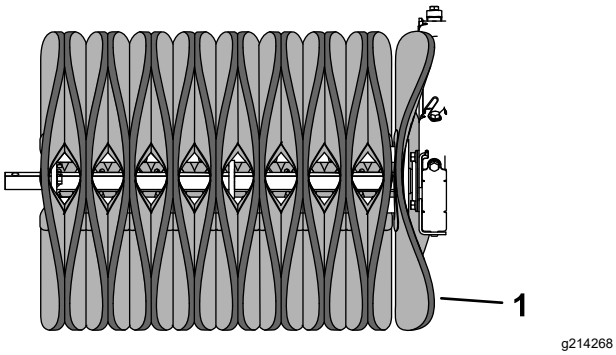

Figure 27
15. Continue sliding the brushes onto the axle, rotating the prongs around the axle and alternating the curve of the brushes, until all the brushes are installed (Figure 27).